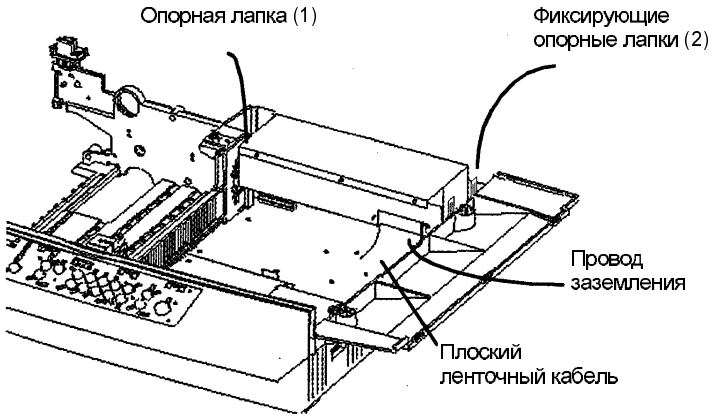

Рис. 1. Демонтаж рамы печатной платы принтера
10. Снимите раму печатной платы принтера (Рис. 1).